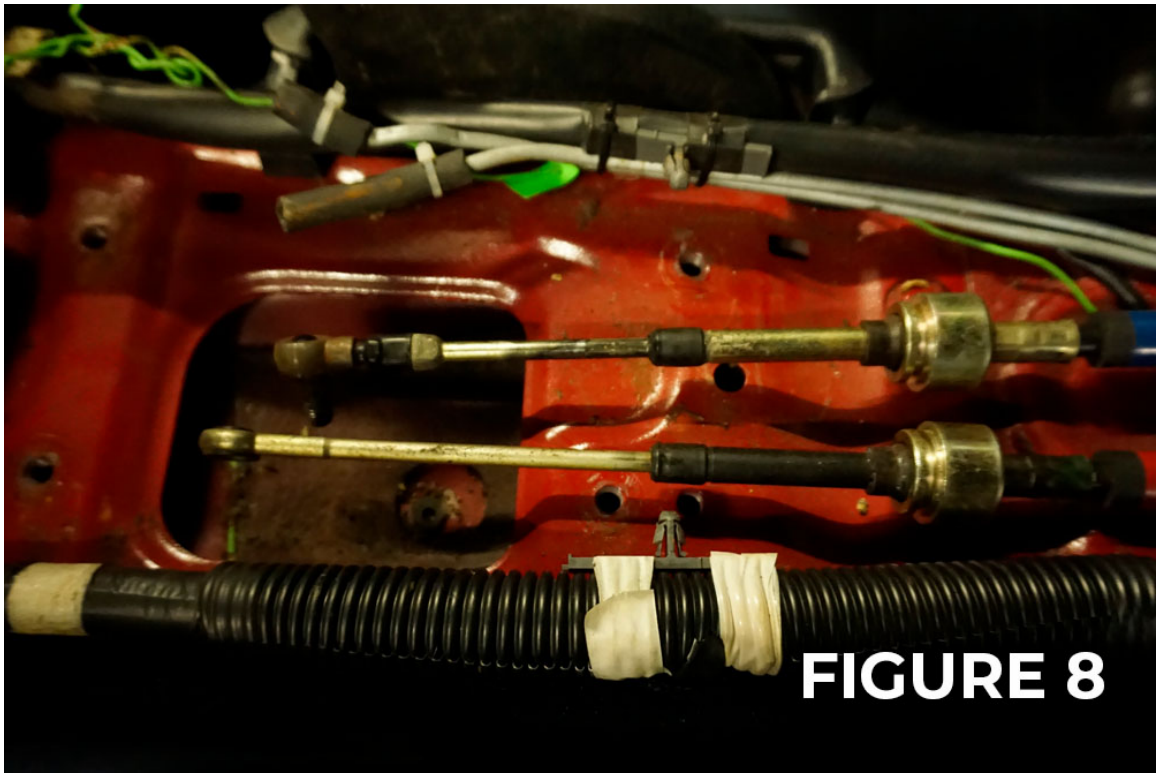

FIGURE 8
7. Slide shifter cables out of OEM shifter box. Remove OEM shifter box. (Fig 8)